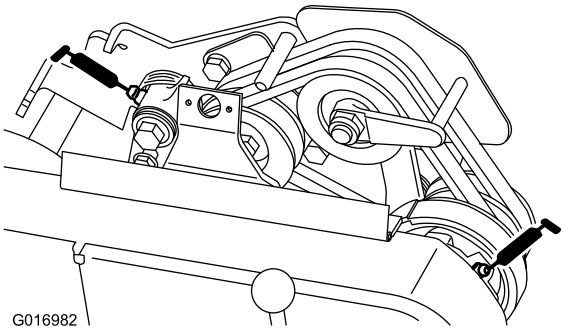

**Rysunek 20**
- 2 na czopach koła pasowego luźnego (Rysunek 20).